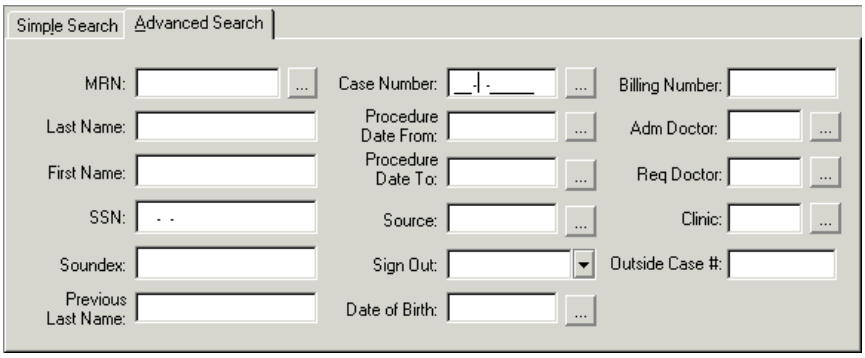

Figure 4-3. Result Query Search window - Advanced Search tab.
- **Advanced Search Tab -** The **Advanced Search tab** allows you to enter more specific information to narrow the search. The **Advanced Search** tab displays similar to Figure 4-3.